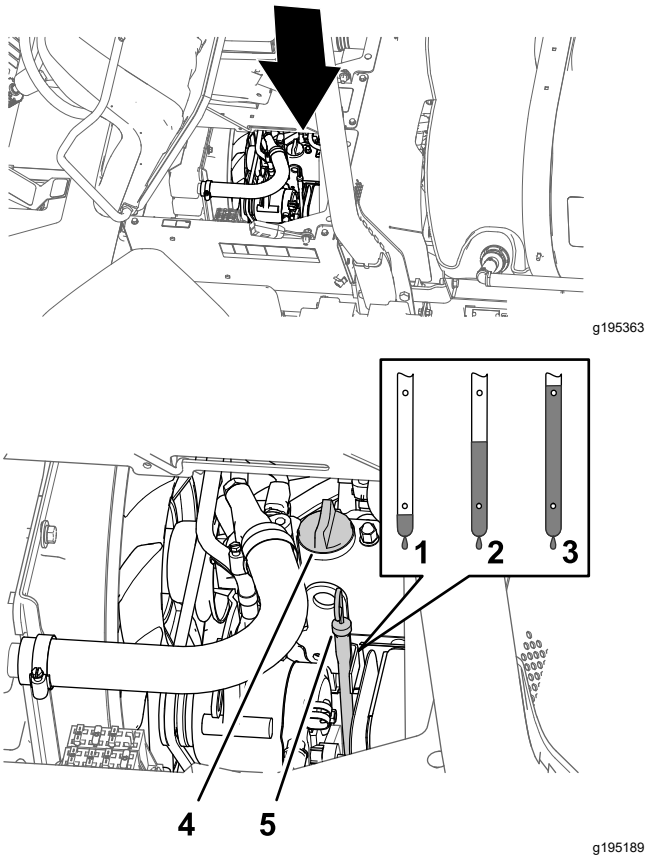

**Figur 73**
2. Ta ut oljestickan, som sitter under passagerarsätet, och torka av den med en ren trasa (Figur 73).
3. Om oljenivån är låg tar du bort påfyllningslocket från ventilkåpan (Figur 73) och fyller på med olja i påfyllningsröret tills nivån når upp till markeringen Full på oljestickan.
4. Sätt på oljepåfyllningslocket (Figur 73).
5. Sätt tillbaka oljestickan så att den sitter ordentligt (Figur 73).